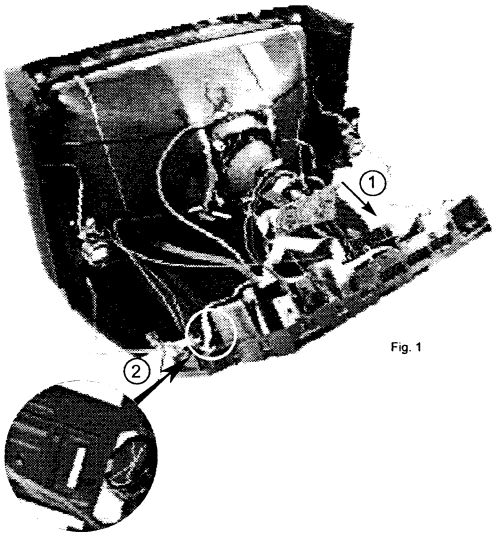

Fig. 1
2- Tip the chassis and insert the small tongue (2) in extremity of the maintain rail to fix the chassis in service position (Fig.1).
2- Basculer le chassis et engager les languettes (2) en extémité des réglettes de maintien pour fixer le chassis en position de service (Fig.1).
2- Kippen Sie das Chassis und hängen es mit den Laschen (2) am Chassisrahmen in die sich am Ende der Führungsschienen befindlichen Ösen (Fig.1) ein.
2- Inclinare e inserire le linguette (2) nelle apposite guide per mantenere il telaio fisso nella posizione service(Fig.1)
2- Bascular el chasis e insertar las lengüetas (2) en los extremos, para mantener el chasis fijo en la posición de servicio (Fig. 1).